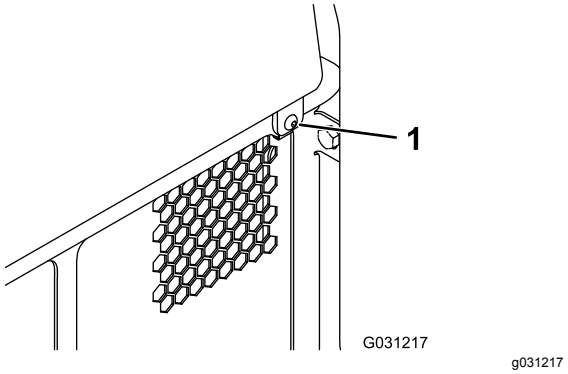

**Rysunek 41**
1. Zdejmij element mocujący (Rysunek 41).
2. Unieś tylną pokrywę dostępową, aby uzyskać dostęp do elementów wewnętrznych (Rysunek 41).